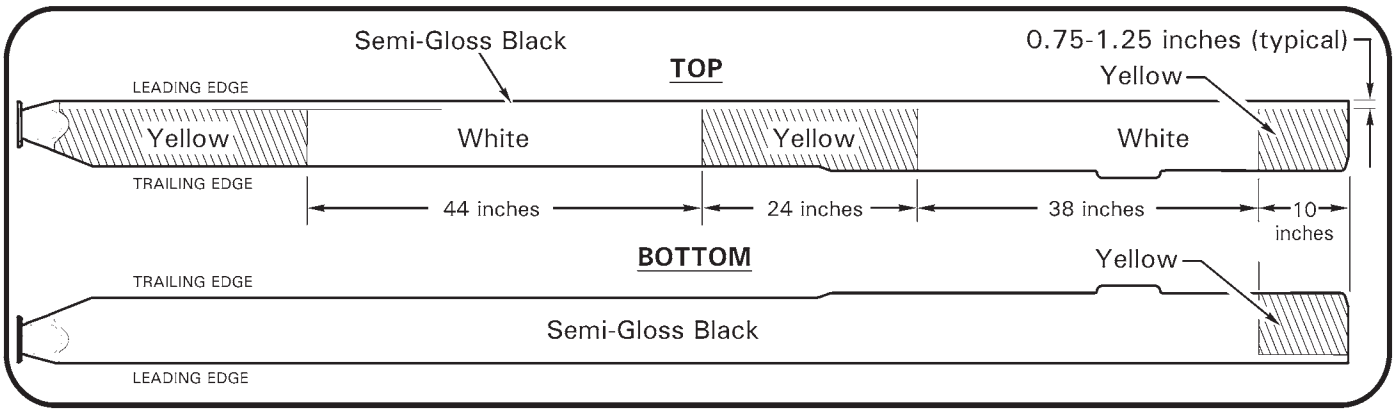

FIGURE 9-10 MAIN ROTOR BLADE PAINT SCHEME (A016-6 BLADE SHOWN)
6. Refer to Figures 9-10. Apply dark gray (root), flat black, white, and/or yellow polyurethane enamel, as required, to primed area in accordance with paint manufacturer's recommendations.